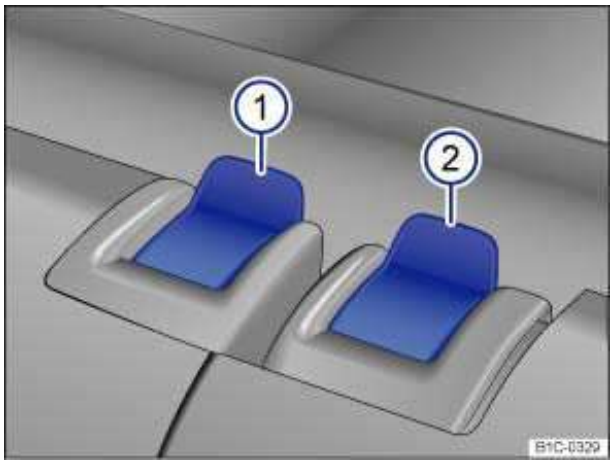

Fig. 76 Rear seat: release button right backrest 1, left backrest 2.
- Pull the release button ⇒ fig. 76 (1) or (2) forward while folding the rear backrest forward.